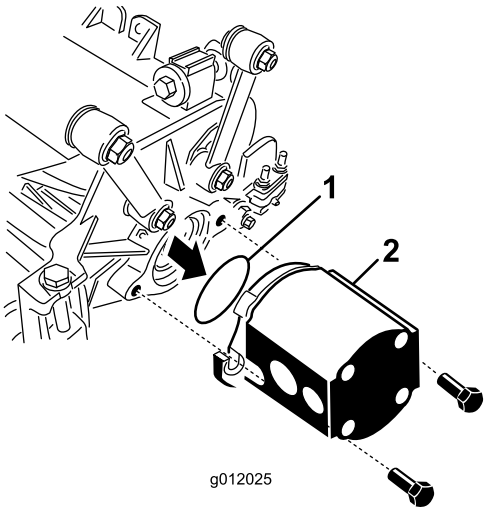

Figur 24
5. Isæt O-ringen (følger med klippeenheden) på drivmotorens flange (Figur 24).
6. Monter motoren på klippeenhedens drivende og spænd den fast med to maskinskruer, der er vedlagt klippeenheden (Figur 24).